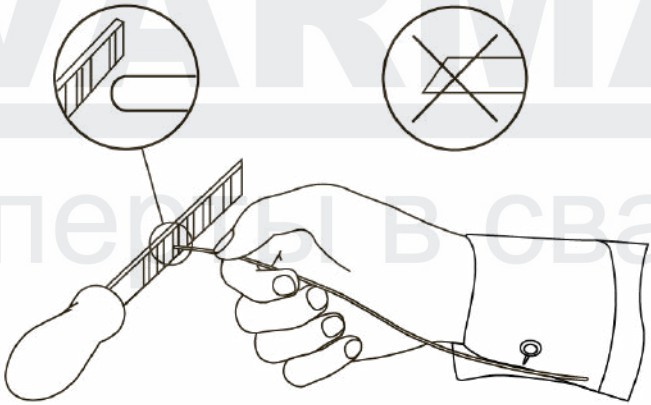

Рис. 8.5.4. Подготовка сварочной проволоки.
**4.** Перед заправкой сварочной проволоки в механизм подачи и направляющий канал горелки закруглите кончик проволоки для исключения прокола направляющего канала и повреждения коаксиального кабеля (См. рис. 8.5.4).